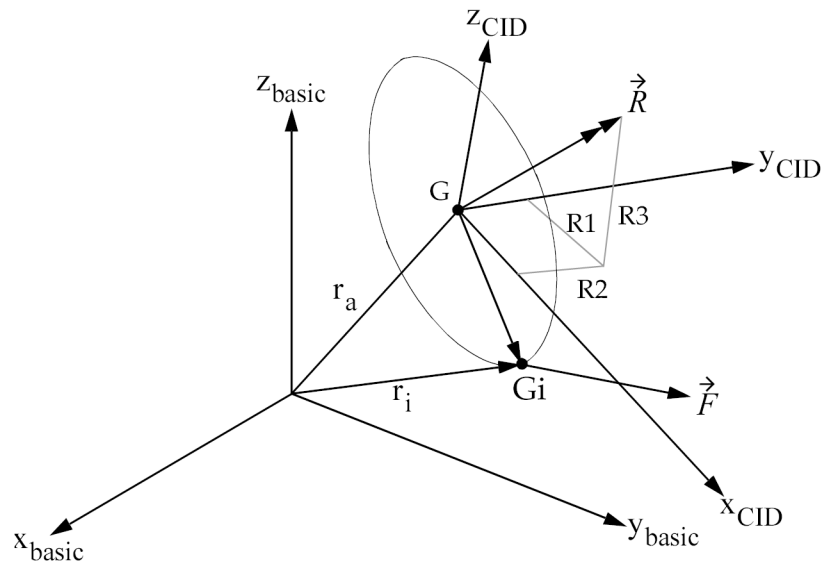

Figure 17-2. RFORCE1 Vector at a Grid Point
2. In Figure 17-2, the force vector at a grid point is given by